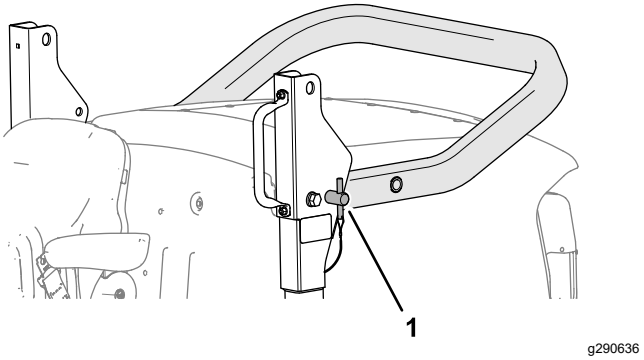

Figur 22
2. Fjern styrtbøjlestifterne fra aksebeslagene (Figur 22).